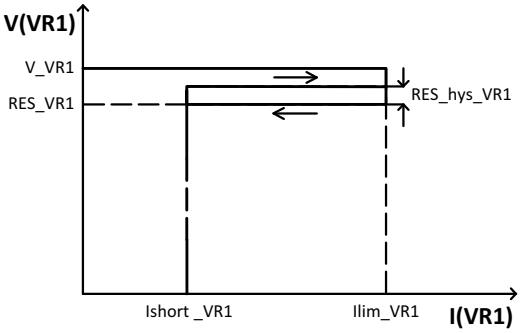

Figure 7. VR1 current fold−back
- VR1 Current Limitation – the two−level current limitation controlled by VR1 reset comparator to reduce the power dissipation in case of shorts to ground by the current fold−back (see Figure 7)